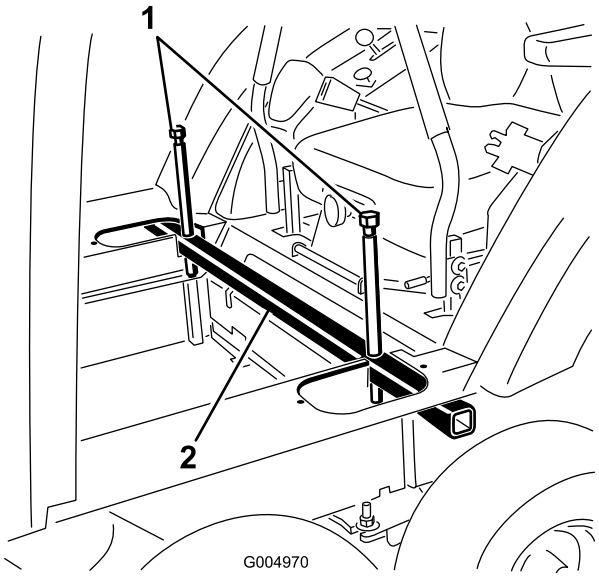

**Rysunek 113**
36. Opuść kabinę na swoje miejsce, powoli i równomiernie wykręcając śruby podnoszące po obu stronach rury do podnoszenia (Rysunek 113).